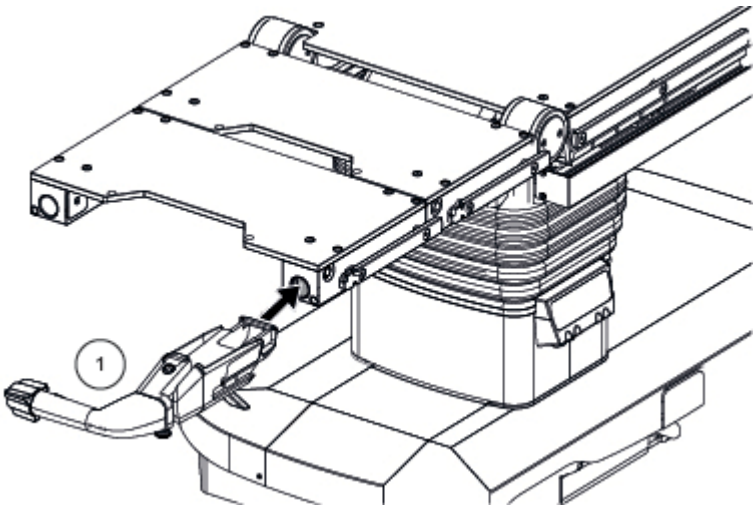

Figure 7-8. Insert the Motorized Transfer Handle
1. Place the motorized transfer handle (1) in the rail and ensure the clamping lever stays open. See *Figure 7-8*.